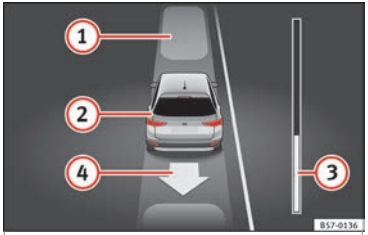

Fig. 214 On the instrument panel display: exiting a parallel parking space.
Key to the **Fig. 214**:
The progress bar »» Fig. 214 ③ indicates the distance to cover »» page 237.